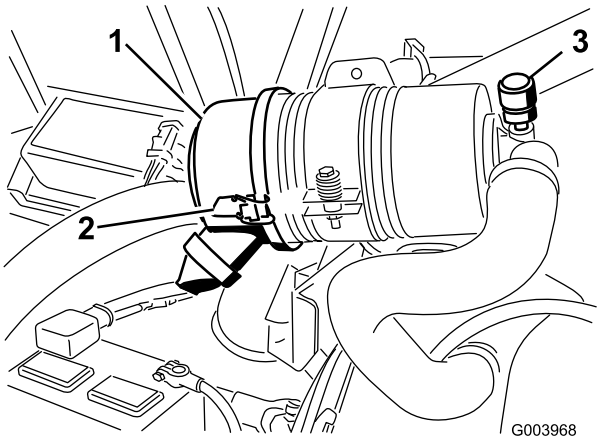

Figur 50
Efterse kun luftfilteret, når serviceindikatoren (Figur 50) viser, det er nødvendigt. Hvis du udskifter luftfilteret, før det er nødvendigt, øger du blot risikoen for, at der kommer snavs ind i motoren, når filteret afmonteres.
1. Åbn låsene, der fastgør luftfilterdækslet til luftfilterhuset (Figur 50).